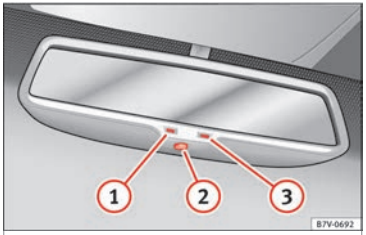

Fig. 70 Automatic anti-dazzle function for rear vision mirror
Legend for the **Fig. 70**:
This function can be activated and deactivated by pressing the rear-view mirror switch ››› Fig. 70 ②. When it is activated, the warning lamp lights up ①.